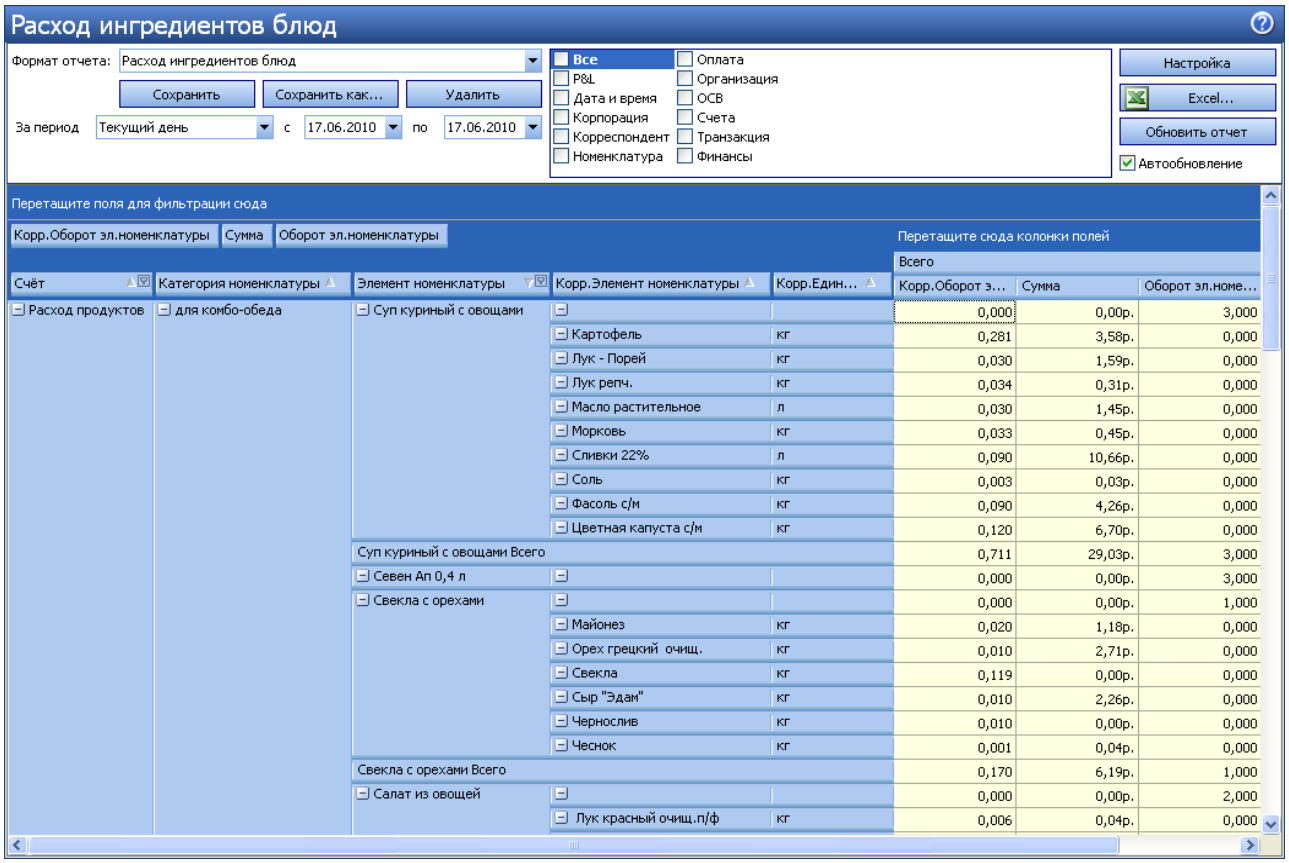

Рисунок 210 OLAP-отчет по проводкам – расход ингредиентов блюд
- С помощью OLAP-отчетов по проводкам (см. Рисунок 210).